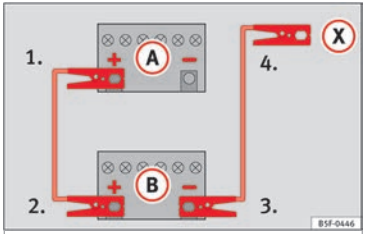

Fig. 129 Diagram of connections for vehicles without Start Stop system
2. Connect one end of the *red* jump lead to the positive (+) terminal of the vehicle with the flat battery (A) ››› **Fig. 129**.
3. Connect the other end of the *red* jump lead to the positive terminal (+) in the vehicle providing assistance (B).
4. **For vehicles without Start-Stop system:** connect one end of the *black* jump lead to the negative terminal (–) of the vehicle providing the current (B) ››› **Fig. 129**.